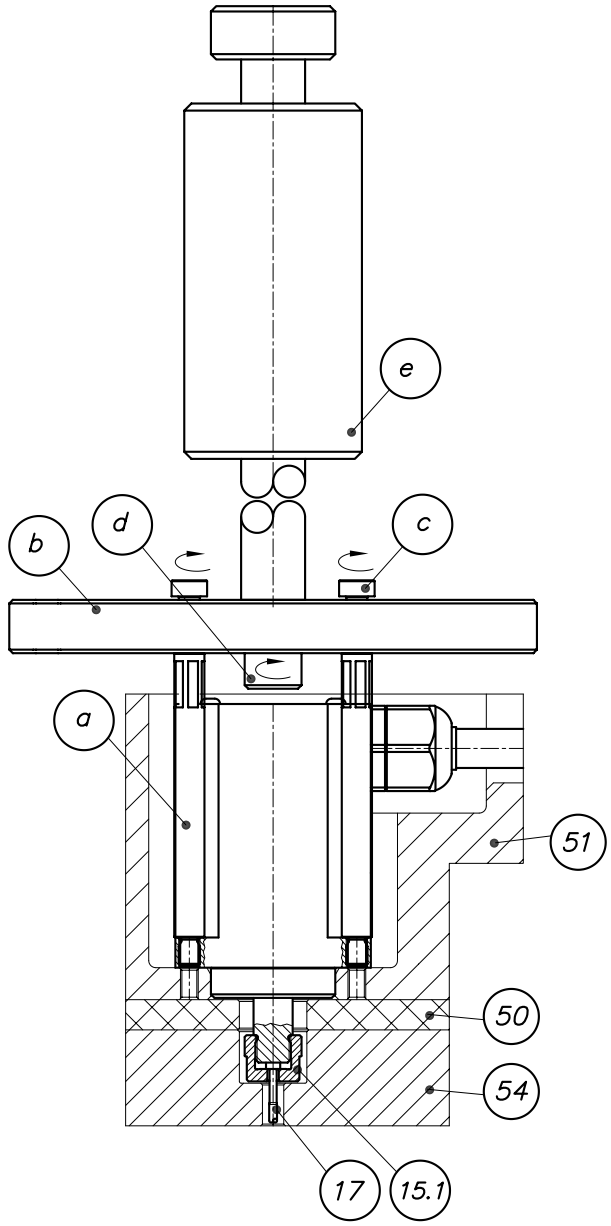

Figure 118: (z342-32) Screw on the disassembly device, loosen with striking weight
5. Screw the disassembly device to the bolts using the two corresponding shoulder fitting screws (pos. c) and tighten hand-tight. Position the M10 cylinder screw (pos. d) in the centre above the servo motor (Fig. 118).
6. Attach an striking weight (pos. e, see Chapter 5.3.1, "Tools and operating materials") to the socket head screw M10 and loosen the drive unit from the clamping plate with even, straight strikes without tilting it. (Fig. 118)
7. Carefully pull out the drive unit including valve pin holder (item 15.1) and valve pin (item 17) upwards without tilting.